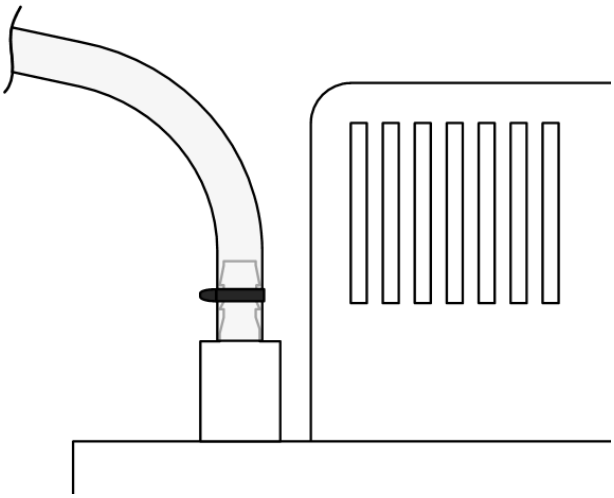

Figure 2: Positionnement du serre-câble / collier de serrage
2. Ouvrir l'arrivée de condensat souhaitée (1).
3. Insérer le tuyau flexible d'arrivée de condensat dans l'arrivée de condensat (1).
4. Fixer le tuyau flexible d'écoulement de condensat sur l'écoulement de condensat pourvu du clapet anti-retour (3) et le bloquer au moyen d'un serre-câble / collier de serrage pour l'empêcher de glisser (voir figures 2 et 3).